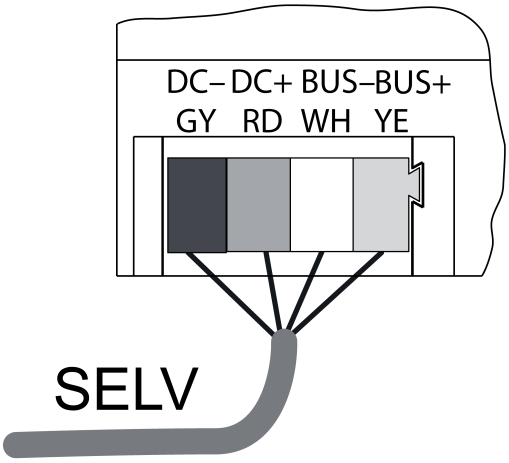

Bild 2: Anschlussplan Busleitung
- Gerät mit Busleitung (Bild 2) an Empfangsmodul REG und Spannungsversorgung anschließen (siehe Anleitungen Empfangsmodul REG und Spannungsversorgung).